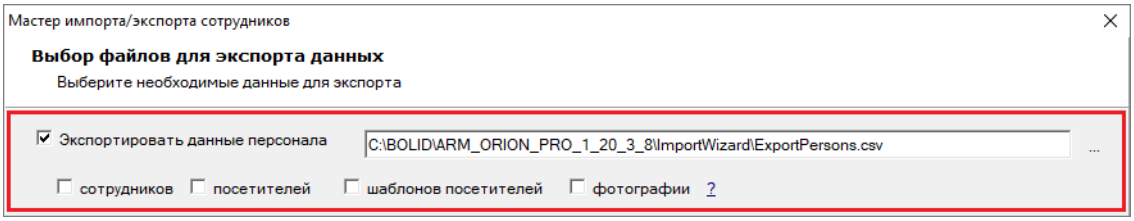

Рисунок 15-30 Выбор экспорта данных персонала
- ***Экспортировать данные персонала*** – установите флаг напротив этого параметра, чтобы выбрать для экспорта из БД данные персонала. После установки флага (см. Рисунок 15-30) станет доступно поле для определения адреса файла, в который будет осуществляться экспорт данных (по умолчанию – файл «ExportPersons.csv» в папке «ImportWizard», расположенной в каталоге с установленным АРМ «Орион Про»), а также появятся варианты уточненных видов объектов для экспорта: